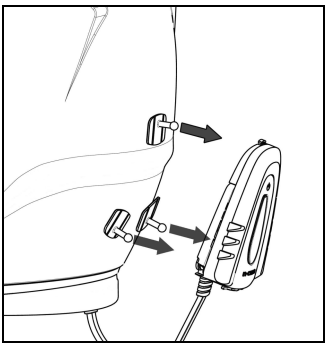

Fig. 19
- Release the M1 system from the fixing feet (Fig. 19);